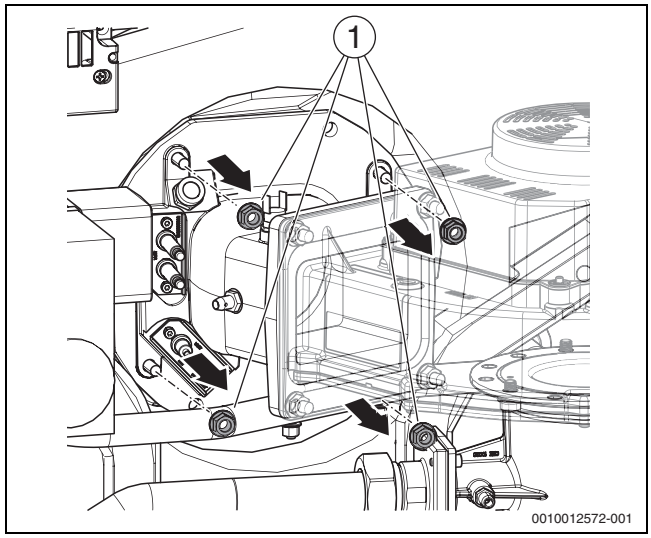
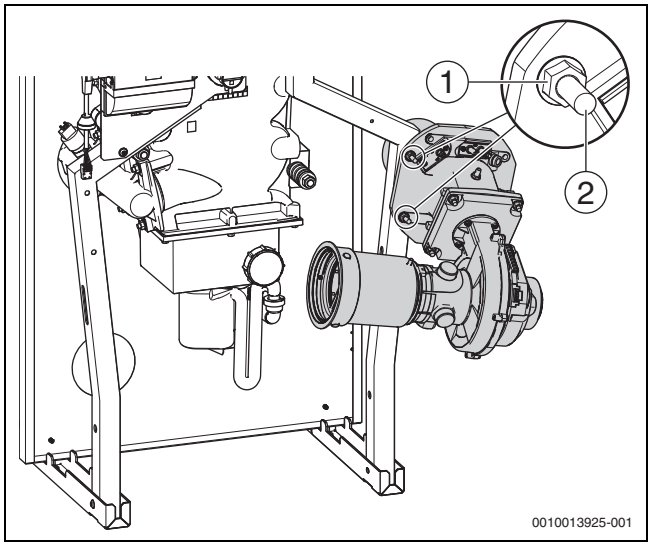

Bild 46 Muttern am Gemischkrümmer lösen
Bild 47 Brenner in Wartungsposition (Montage rechts)
- ▶ Brenner mit Flansch auf die werkseitig montierten Schrauben (→Bild 47, [2]) aufstecken und mit zwei der zuvor entfernten Befestigungsmuttern (→Bild 46, [1]) sichern.